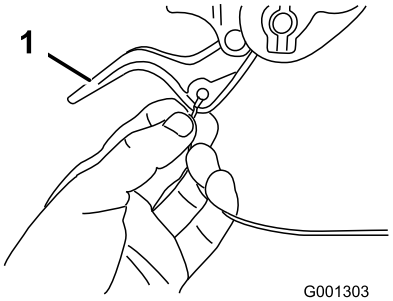

Figur 6
2. Før enten den venstre eller høyre kabelen over det nedre håndtaket og før inn kabelendene i hullene i den motsvarende hjulclutchspaken (Figur 6).